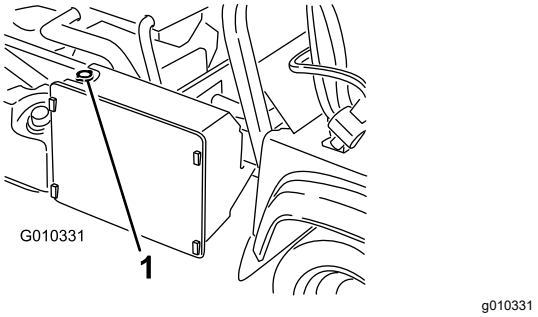

**Figura 54**
3. Retire el tapón del radiador (Figura 54).
4. Retire el tapón del depósito auxiliar (Figura 54).
7. Rellene el radiador y coloque el tapón (Figura 54).